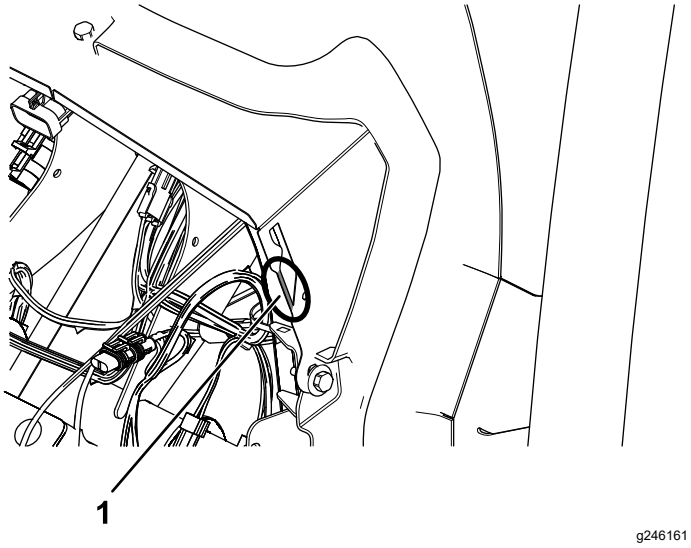

Figur 41
3. Använd en avbitare för att avlägsna transportbrickan på båda sidor av vattenrännan (Figur 41).